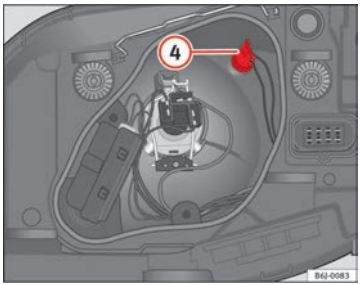

Fig. 149 Side lights
– Remove the bulb holder (4) ⇒ Fig. 149 outwards.